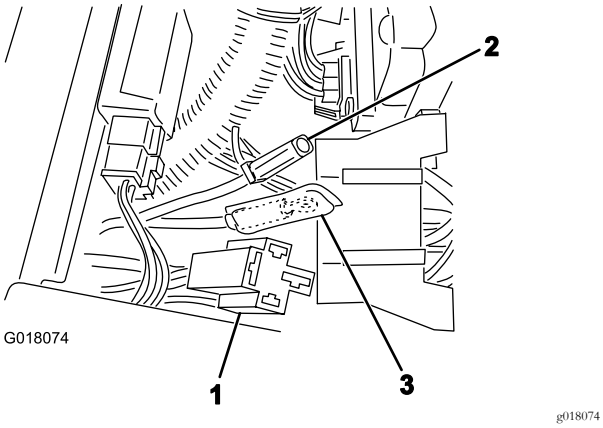
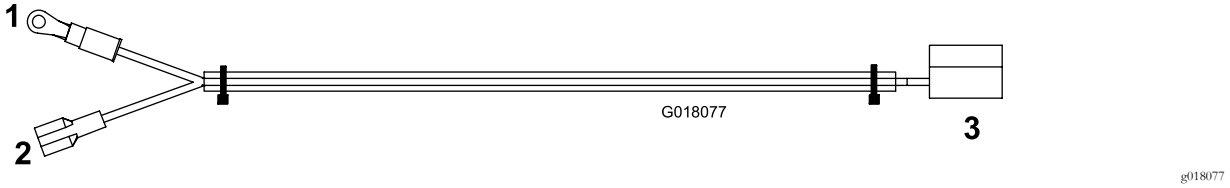

Figure 12
Figure 13
1. Installez le connecteur de relais d'accessoire provenant du faisceau de câblage du groupe de déplacement dans le relais d'alimentation (Figure 12).
2. Connectez le grand fil rouge (Figure 12) du porte-fusibles auxiliaire au connecteur correspondant du faisceau de câblage du groupe de déplacement.
4. Connectez le fil jaune à un conducteur libre du porte-fusibles (Figure 13).
5. Connectez les fils noirs du faisceau du groupe de déplacement et du faisceau du kit au bornier de masse (Figure 12 et Figure 13).